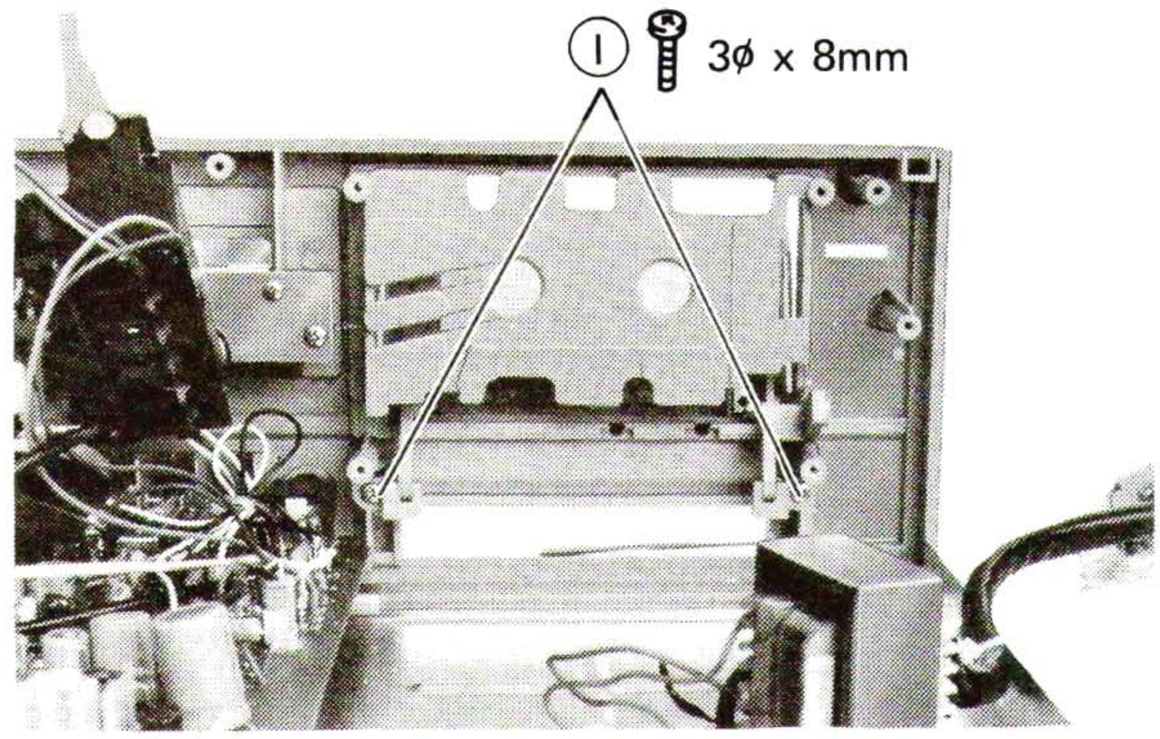

Figure 10.
2. Detach the cassette cover by removing two screws (I) (3ϕ x 8mm, Tapping) which hold the panel and cassette cover. (See figure 10.)